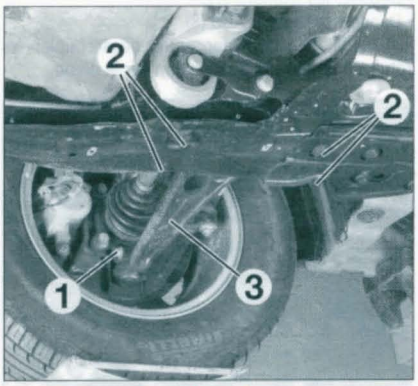

FIGURE 6-5
- l'orientation du support d'amortisseur (A. Côté gauche - B. Côté droit - C. Avant du véhicule) **(figure 6-5)**.